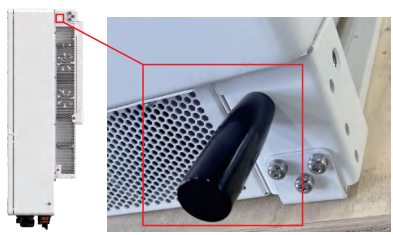

Figura 3.4
4. Sul dispositivo sono presenti due maniglie di montaggio nere, rimovibili e comode per l'installazione (vedere Figura 3.4).
5. La posizione delle maniglie è segnata in rosso nella Figura 3.4 .